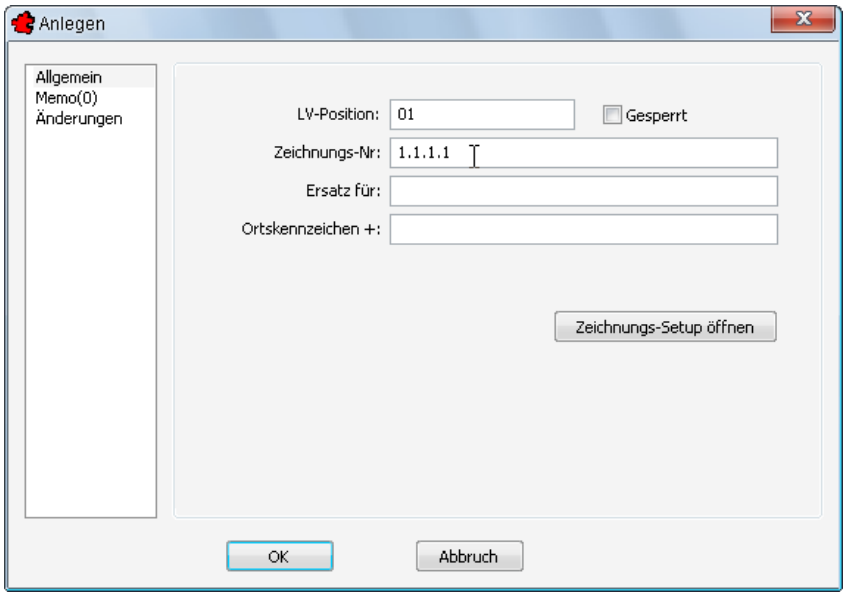

Bild 18.20 – Anlegen eines neuen Blattes
- Klicken Sie auf der Ebene *Blatt* im gleichnamigen Listenfeld den Punkt *Anlegen* an, um ein neues Blatt zu erstellen. Die Dialogbox *Anlegen* erscheint (Abb. 18.20).